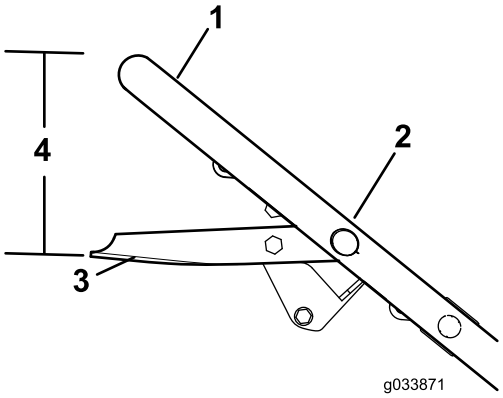

Figur 26
8. Använd fingret för att smörja packningen på det nya filtret med olja (figur 26).